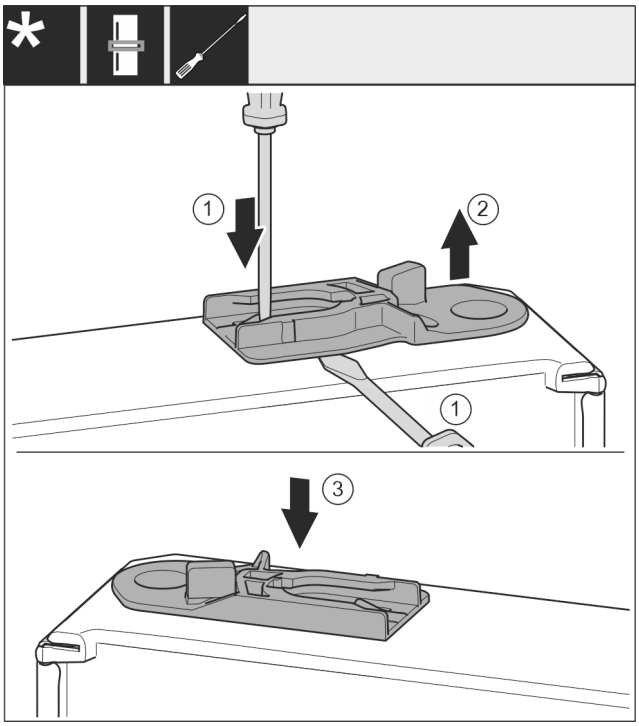

Fig. 34
- ▶ Scoateți bucșa de ghidaj: Apăsați eclisa *Fig. 34 (1)* cu șurubelnița plată și, concomitent, duceți-o cu șurubelnița plată sub bucșa de ghidaj *Fig. 34 (2)*.
- ▶ Împingeți bucșa de ghidaj *Fig. 34 (3)* atașată în pachetul de livrare pe altă parte a carcasei.